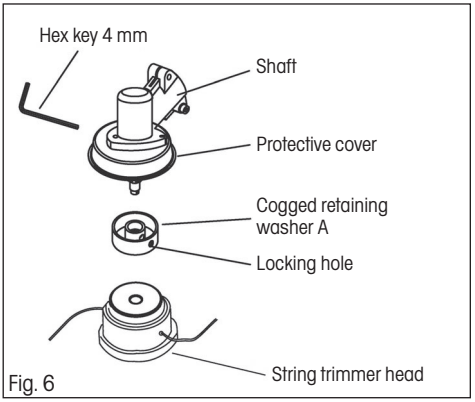

Fig. 6
- Lock the shaft in place by inserting the hex key (see fig. 6). To achieve this, it is necessary to align the hole in the protective guard with the hole in the shaft and insert the hex key. Align the holes by turning the protective guard.